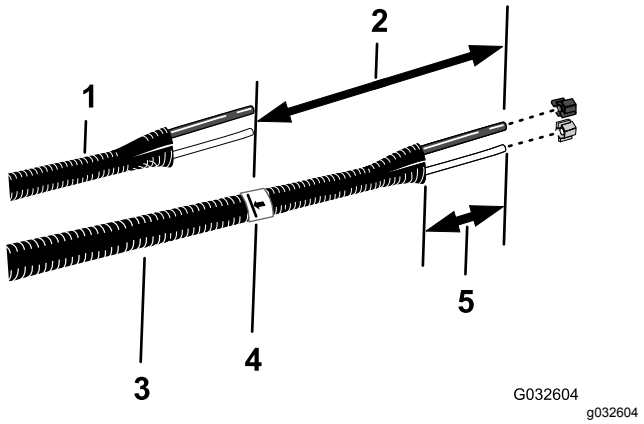

Figur 12
6. Rikta in de gamla vätske- och luftrören (Figur 12) mot det nya rörsystemet (Toro-artikelnr 114-9553).
8. På det nya rörsystemet lägger du till 26 cm längd från märket som du gjorde i steg 7, markerar rörsystemet och kapar rören vid den andra (längre) markeringen (Figur 12).
10. Ta bort 77 till 102 mm av hylsan från varje ände av rörsystemet (Figur 12).